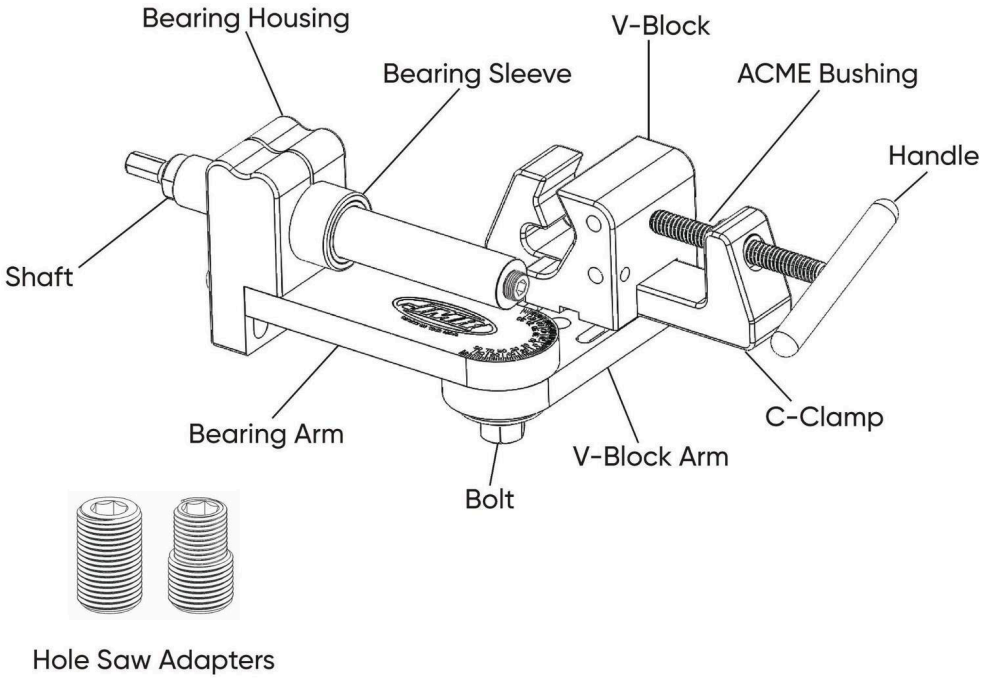

Figure 1. Notcher overall view.
1. Remove the four 3/8" Allen bolts that attach the V-Block to the V-Block Arm (Figure 1)
b. Rotate the Bearing Arm to the desired position using the protractor at the base of the arms. (Figure 1).
1. Loosen the two bolts clamping the bearing housing to the bearing arm (Figure 1)